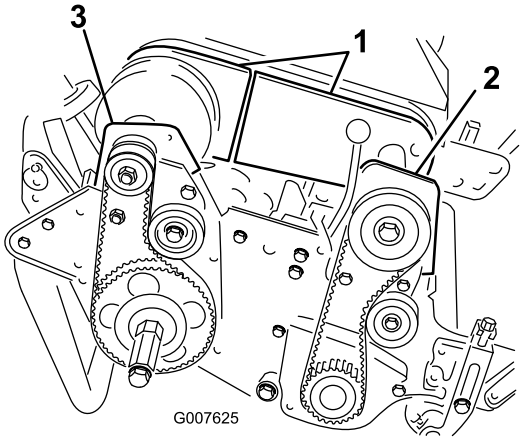

Figur 41
4. Fjern boltene som fester den fremre og bakre delen av differensialdekselet til differensialhuset, og skyv dekseldelene bort for å få tilgang til remmen (Figur 41).
6. Fjern de to boltene som fester det fremre clutchhuset til sideplaten (Figur 41).
8. Fjern de to boltene og låsemutterene som fester det høyre bakre lagerhuset til sideplaten (Figur 41).